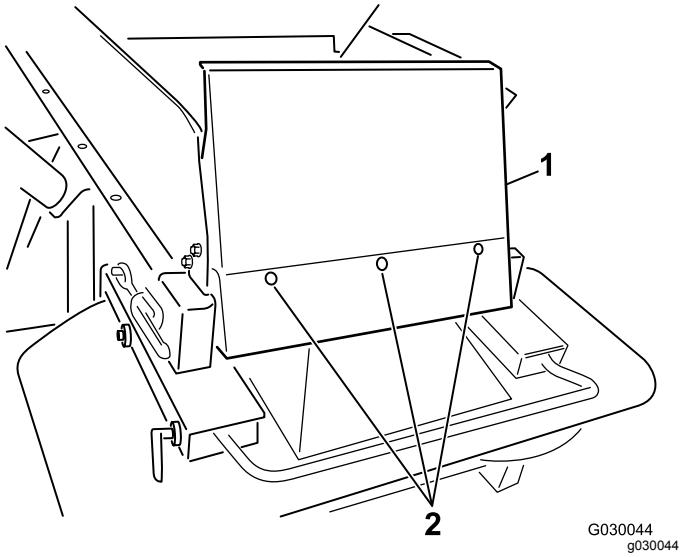

Figuur 7
6. Plaats het hopperscherm met behulp van de bijgeleverde ¼" x ⅝" bolkopbouten en nylon borgmoeren (Figuur 7).